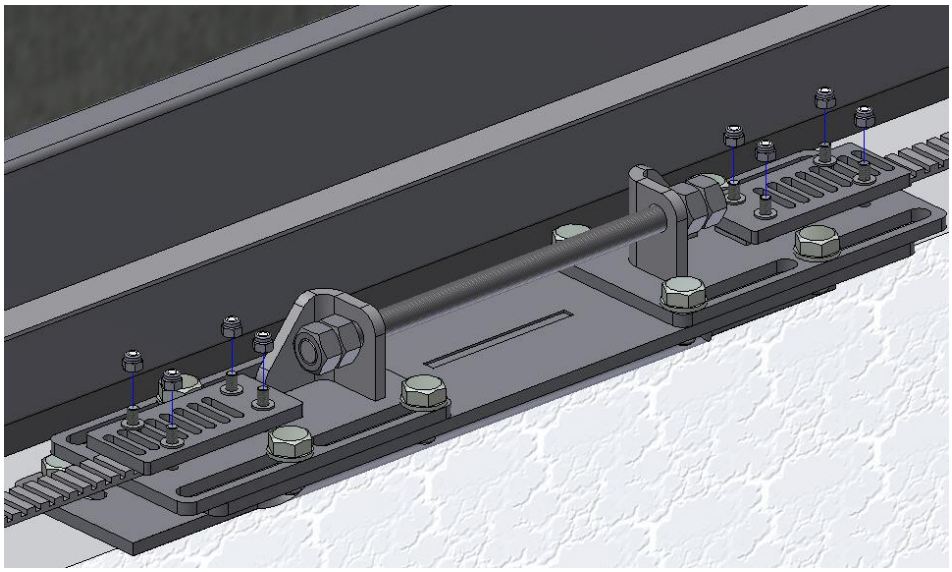

Рис.7
2.10. Закрепить ремень (Рис.7), отрезав излишек, при помощи следующего крепежа: